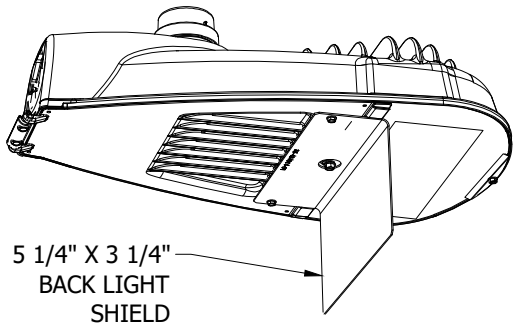
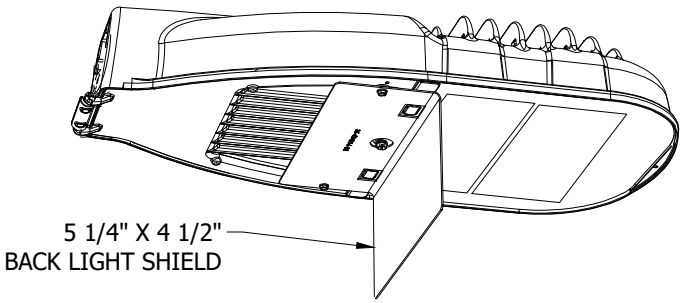

FIGURE 49
FIGURE 51
C. MAKE SURE THE SHIELD IS ORIENTED CORRECTLY BY VERIFYING THE 1-INCH HOLE IN THE CENTER OF THE SHIELD LINES UP WITH THE LATCH SCREW ON THE DOOR (SHOWN ON FIGURES 49 AND 51). FOR THE ERL2 SHIELD, THE SQUARE CUTOUTS ON THE SHIELD SHOULD LINE UP WITH THE SQUARE BUMPS ON THE DOOR (SHOWN ON FIGURE 51).